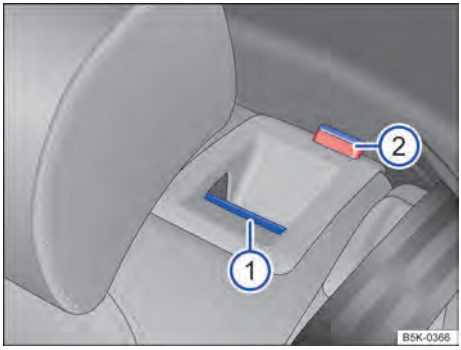

Fig. 62 En el respaldo del asiento trasero: tecla de desbloqueo.
– Tirar de la tecla de desbloqueo → fig. 62 ① hacia adelante y, al mismo tiempo, rebatir el respaldo del asiento trasero hacia adelante.
– La parte de respaldo del asiento trasero estará desbloqueada cuando la marca roja → fig. 62 ② sea visible.
– La marca roja → fig. 62 ② ya no puede ser visible.